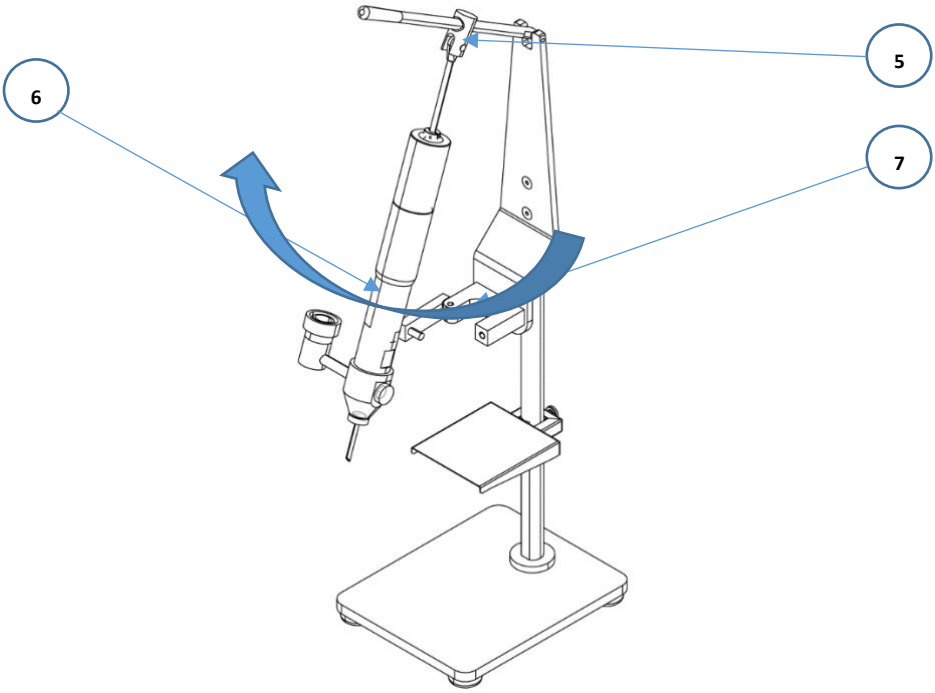

Fig. 14
2. Удерживая соединение (5) в одной руке, выдвиньте (6) со своего положения (7) и поверните его вперед, рис.14;